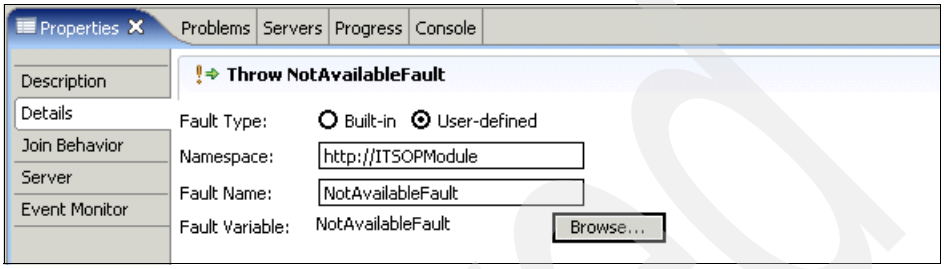

Figure 13-52 The Throw NotAvailableFault Properties page: Details tab
5. Click the **Details** tab (Figure 13-52).